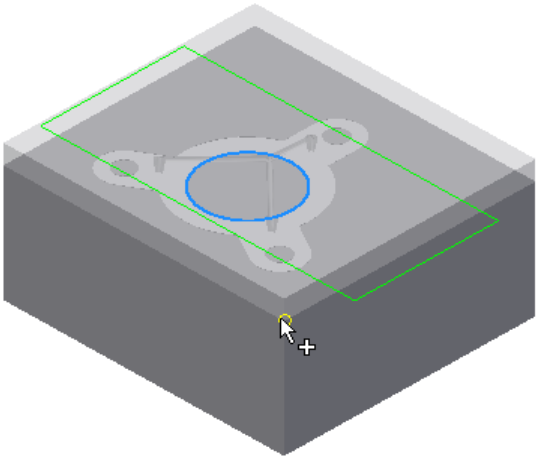
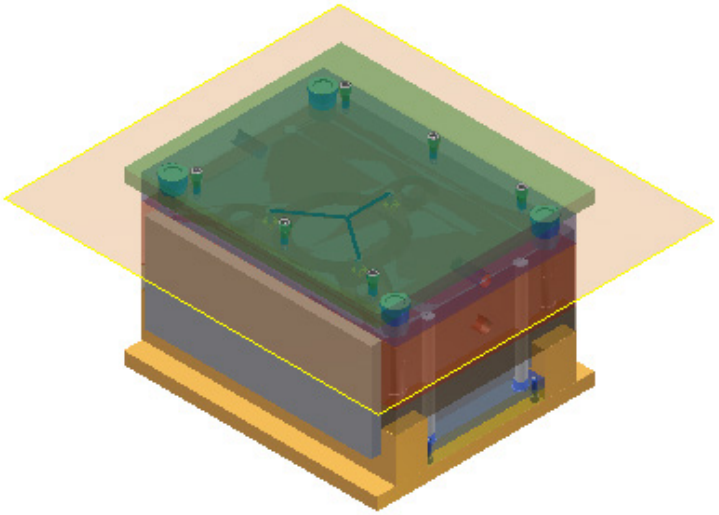

Figure 19-64 *The point to be selected on the workpiece*
Figure 19-65 *The mold base created*
3. Click at the location as, shown in Figure 19-64, and then choose the **OK** button from the dialog box; the mold base is created, refer to Figure 19-65.